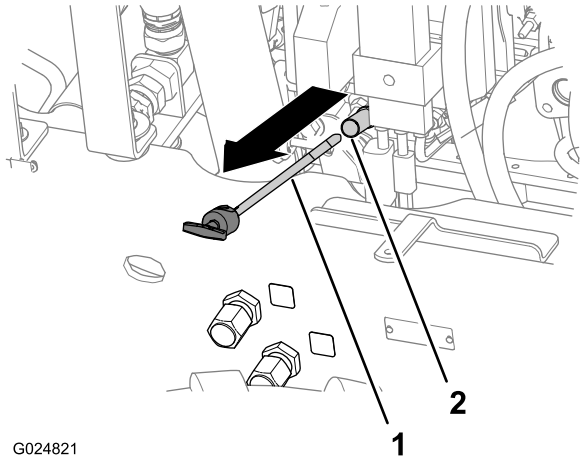

Rysunek 24
4. Wyjmij bagnet i przetrzyj go czystą ścierką (Rysunek 24).
5. Włóż bagnet do końca do otworu i wyjmij go (Rysunek 24).